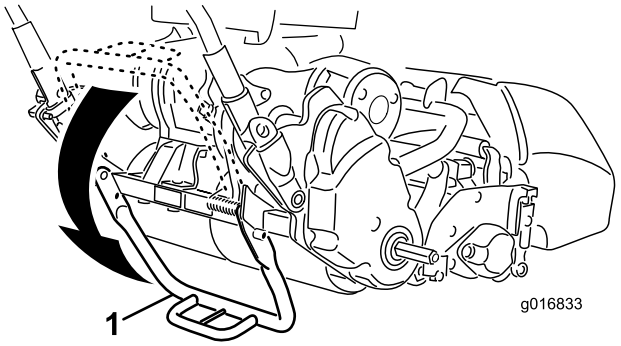

Figura 7
1. Baje el caballete presionando con el pie **en el centro de la barra**, y tire hacia arriba del manillar inferior central de la máquina hasta que el caballete haya girado hacia delante, pasando el centro del arco (Figura 7).